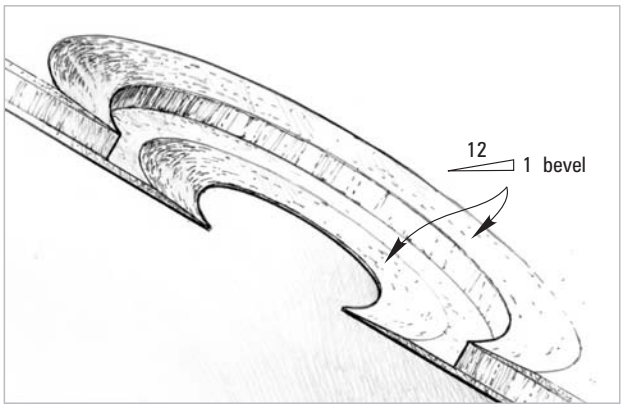

Figure 5-16 *Grind a 12-to-1 bevel around the edge of the inner and outer skins.*
3. Grind a minimum 12-to-1 bevel around the inner edges of both skins to provide adequate bonding surface when re-laminating the skin repair patches *(Figure 5-16)*.